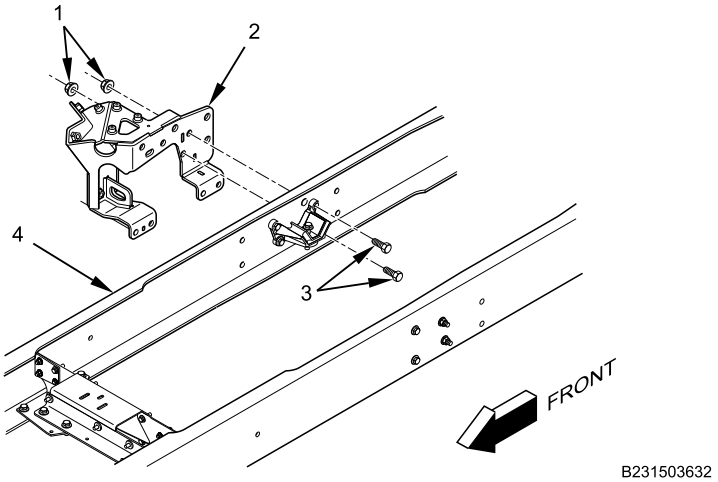

Figure 4. Wheel Deflector.
8. With assistant, remove six bolts (Figure 4, Item 3), nuts (Figure 4, Item 1), and wheel deflector bracket (Figure 4, Item 2) from frame (Figure 4, Item 4).